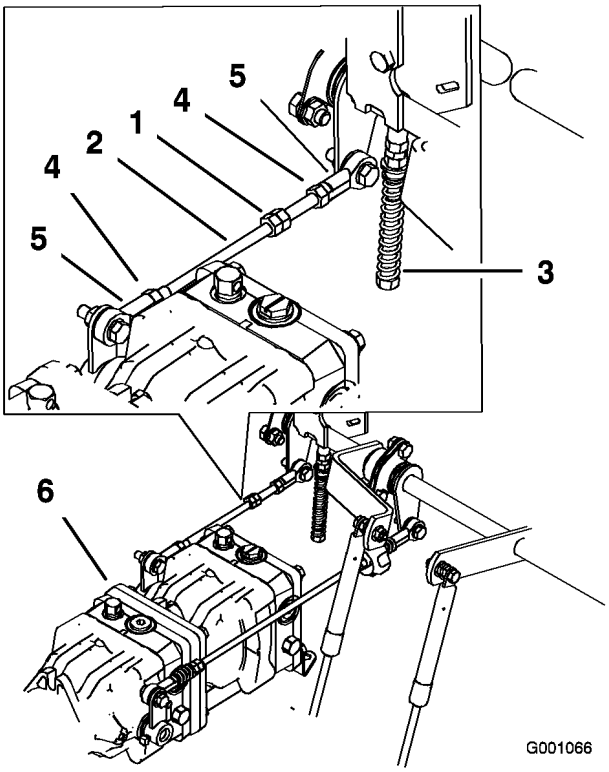

Figur 71
1. Løsn låsemøtrikkerne ved kugleleddene på pumpestyrestangen (Figur 71).
3. Juster pumpestangens længde ved at dreje dobbeltmøtrikkerne på pumpestangen i den relevante retning, indtil hjulet står stille eller kryber en smule i bakgear (Figur 71).
6. Stram låsemøtrikkerne ved kugleleddene (Figur 71).